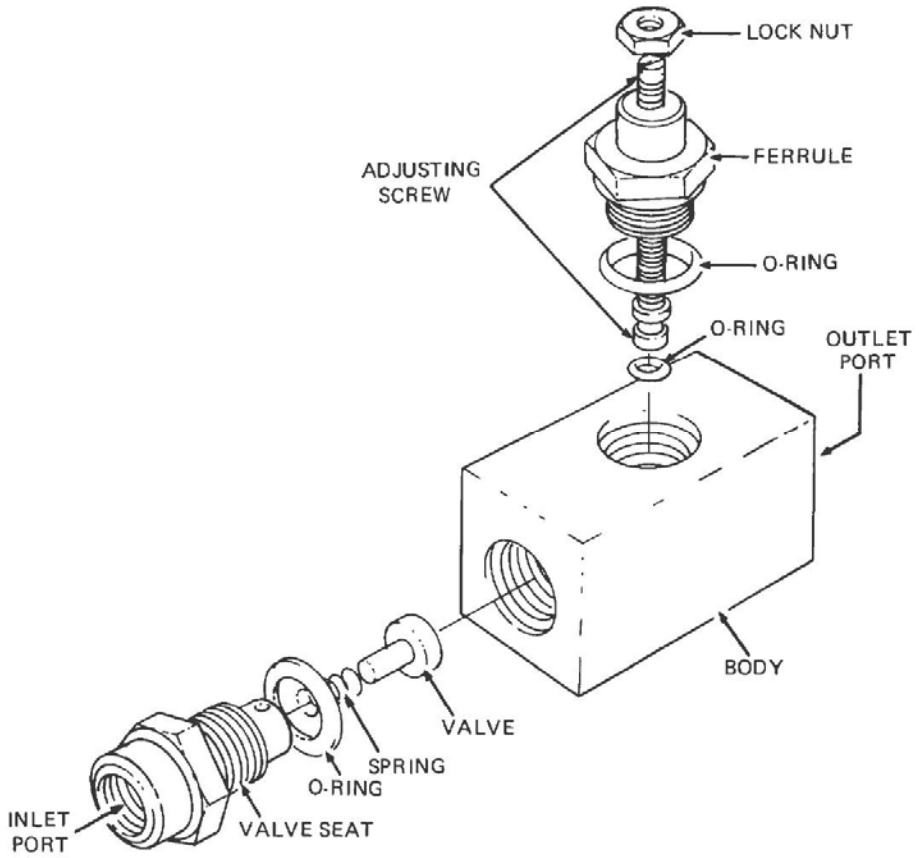

Figure 31 Flow Control Valve – Exploded View
a. Place the valve assembly in a soft-jawed vice and slacken the locknut on the adjusting spindle, then remove the ferrule and adjusting spindle assembly from the valve body (Figure 31).